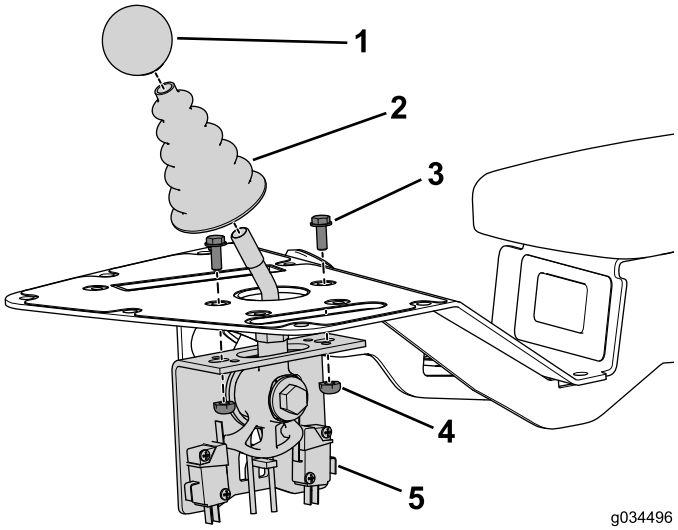

图17
1. 使用 2 个螺栓（#10 x 1/2 英寸）和锁紧螺母，将操纵杆总成固定到控制台上（图17）。